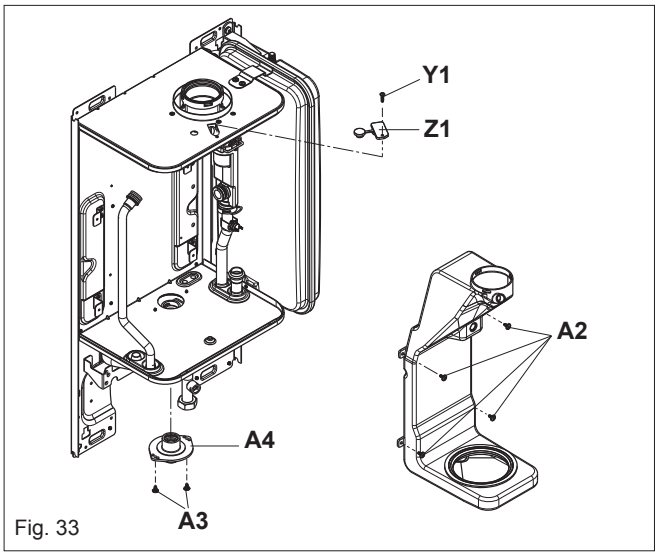

Fig. 33
6.20 FLUE COLLECTOR REMOVAL (fig. 33)
Set the flue gas analyser to read CO_2, allow the burner to stabilise and insert the probe into the flue analysis test point (Y1-Z1 fig. 33). The appliance will operate in CO_2 mode for approximately 15 minutes.
- Insert the flue gas analyser probe into the flue gas test point (see fig. 33) and compare the values with those shown in section 2 (Nat. Gas) or section 9 (LPG). If different adjust the gas valve according to 7.3.1, 7.3.2, & 7.3.3.